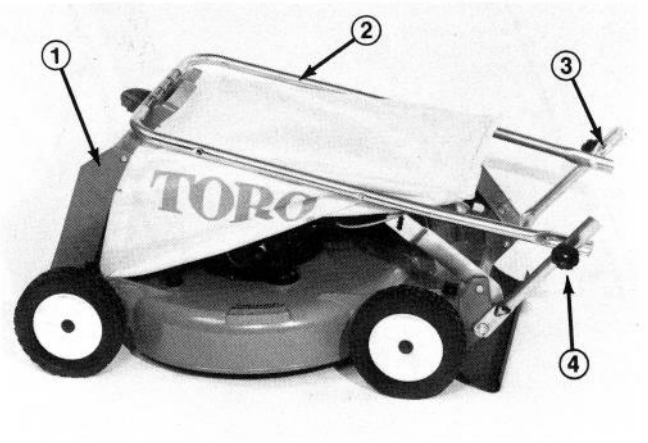

Figure 1
3. Lift upper handle, remove bag and align upper handle with lower handle (Fig. 1).